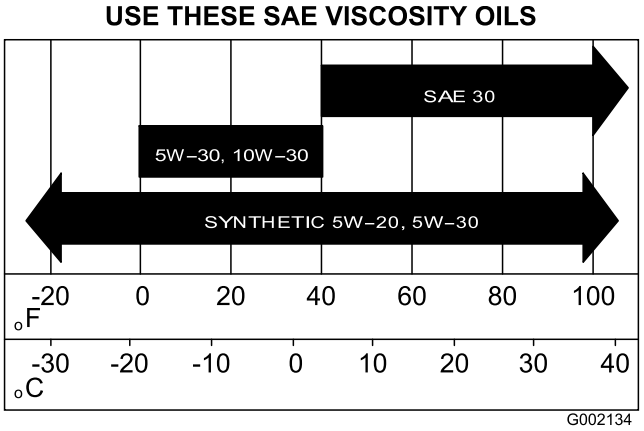

Figur 31
5. Fyld krumtaphuset op med ny olie af den angivne type og viskositet. Se Figur 31 i Udskiftning af olien (model 07273 og 07273TC) (side 29).